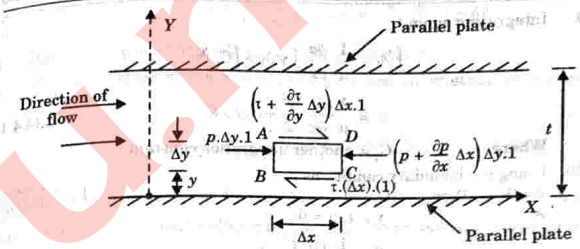

Fig. 4.4.1.
2. A viscous fluid is flowing in the direction as shown in Fig. 4.4.1.